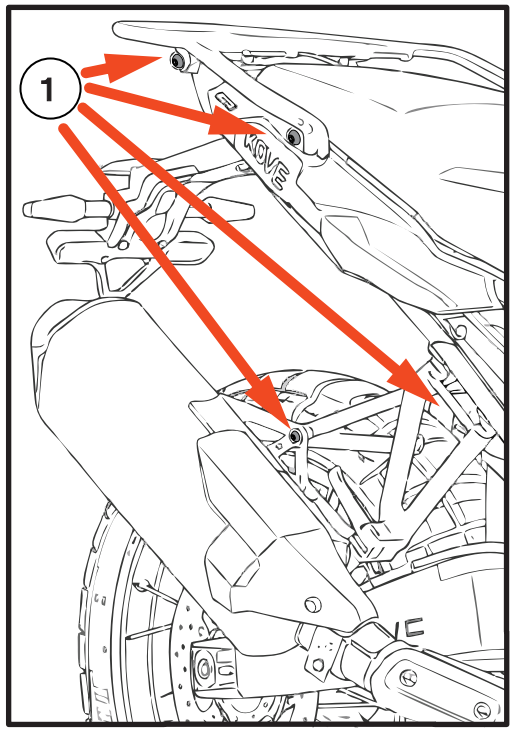

Fig. 2
1. Unscrew bolts securing the and unscrew the passenger footrest brackets. **[Fig. 2]**